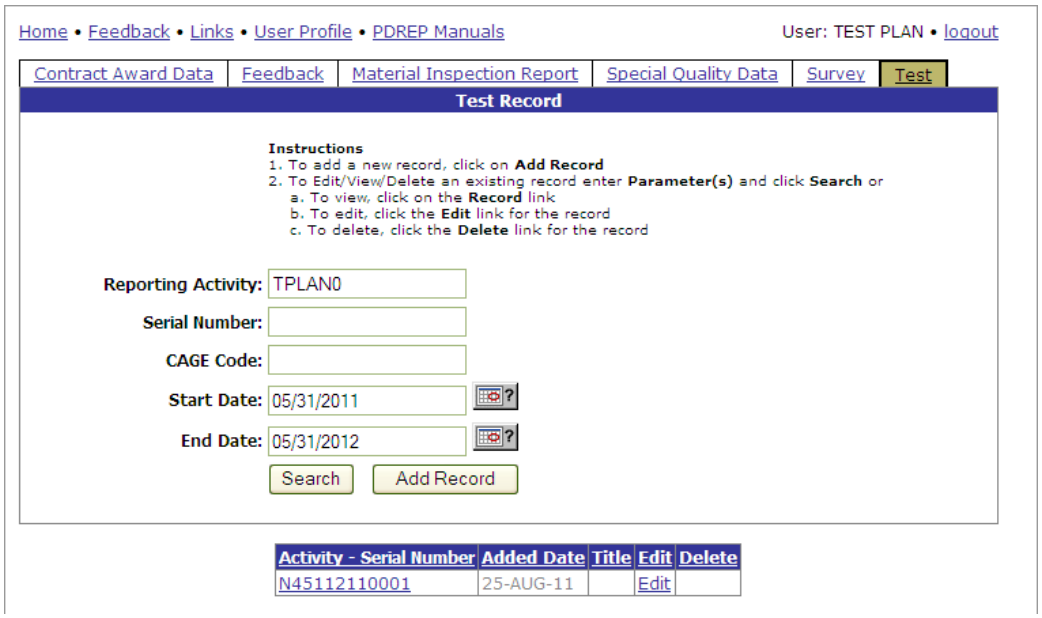
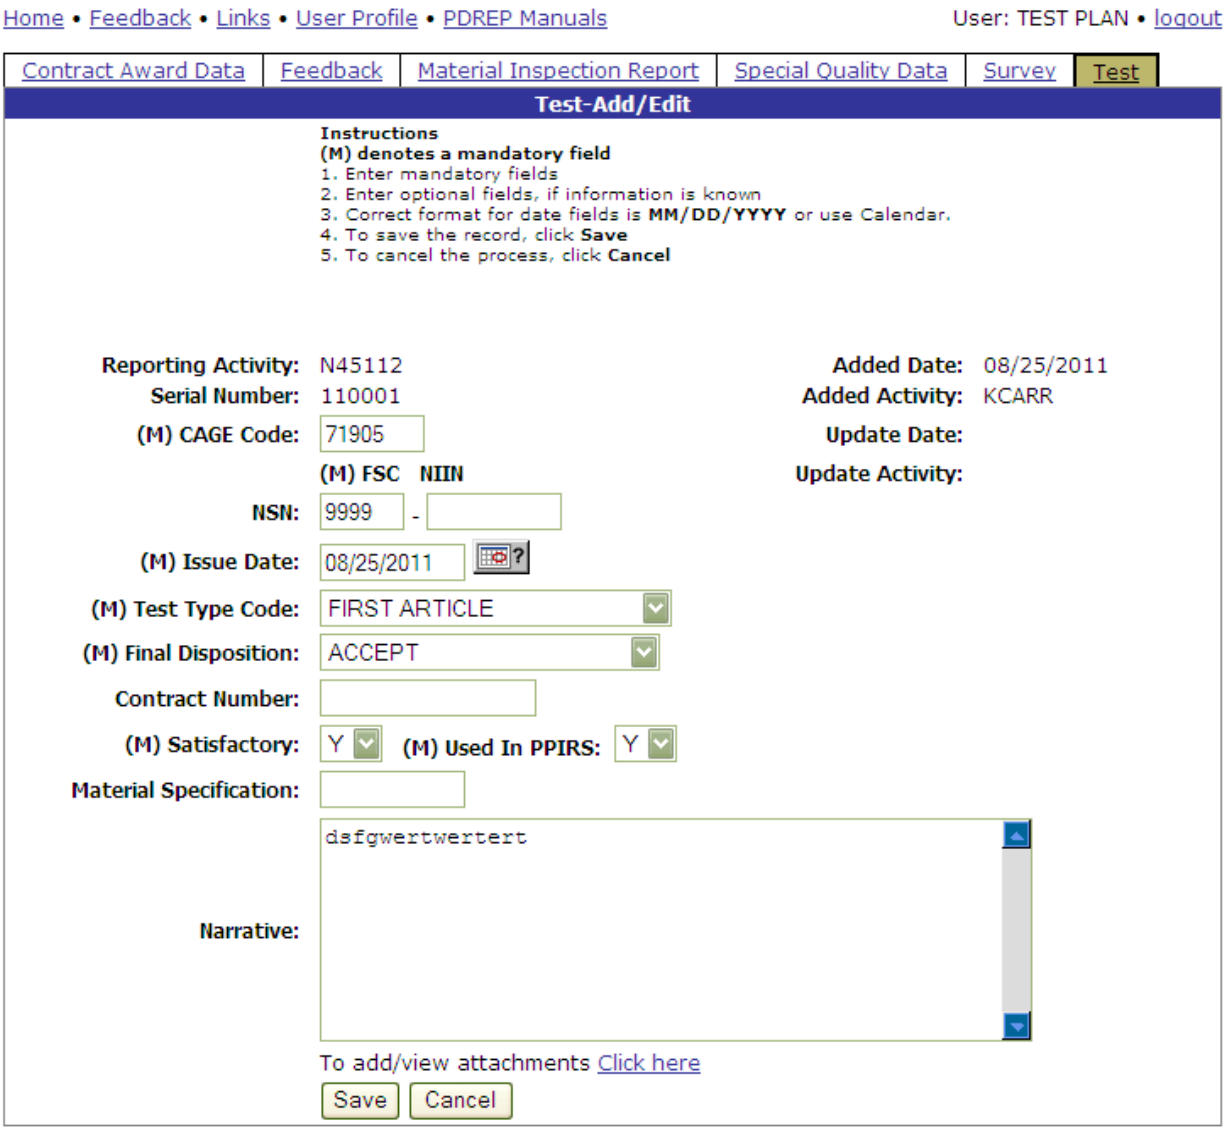
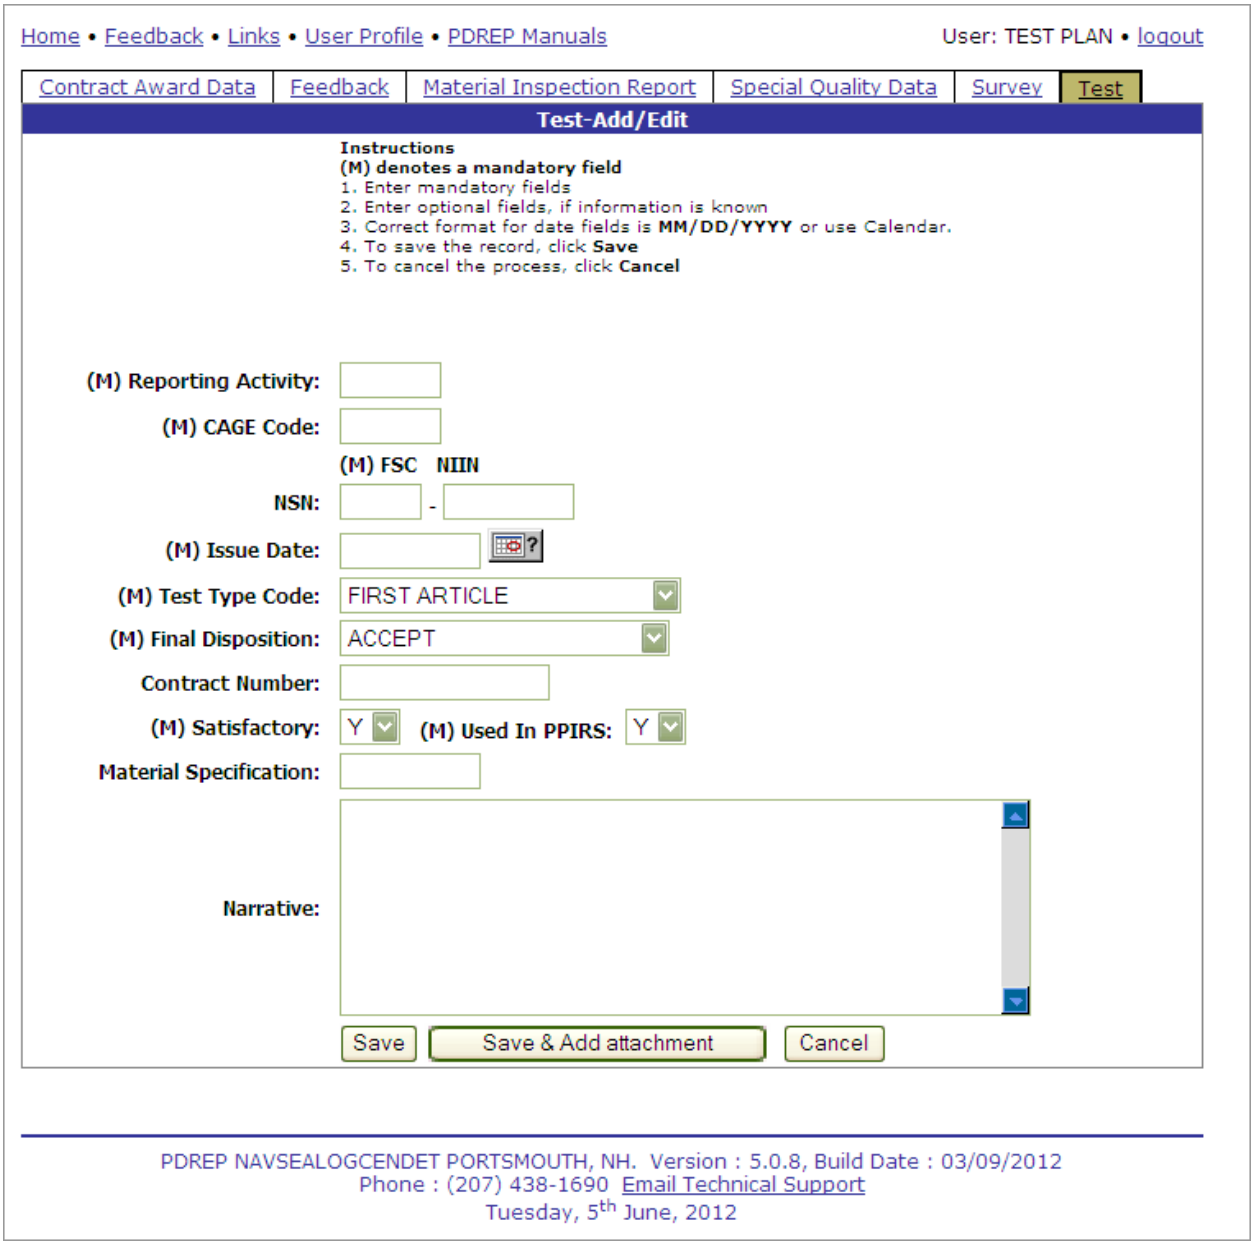

Figure 4.3
Figure 4.5
Figure 4.6
c. Click the Search button to display the list of Test records to view. The result set may be constrained by Reporting Activity, Serial Number, CAGE Code or date range. A sample result set is shown in Figure 4.3.
a. To edit an existing Test Record, the user should follow the search procedures in Section 4.1 to locate a specific record. Once the record is located, click the Edit link (see Figure 4.3) for the record of interest. The user is then directed to the existing Test – Add/Edit form where the fields have been pre-populated (Figure 4.5).
b. To add a new Test Record, from the Test Record form (Figure 4.3), click the Add Record button. The Test – Add/Edit form displays (Figure 4.6).
B. When attachments have been successfully uploaded, the record will automatically be saved and the user returned to the Test Record page (Figure 4.3).
a. To delete an existing Test Record, the user should follow the search procedures in Section 4.1. Once the record is located, click the Delete link in the Delete column for the record of interest in Figure 4.3. Note that deleting records is only possible for records which the user has permissions for and is based on their user profile.